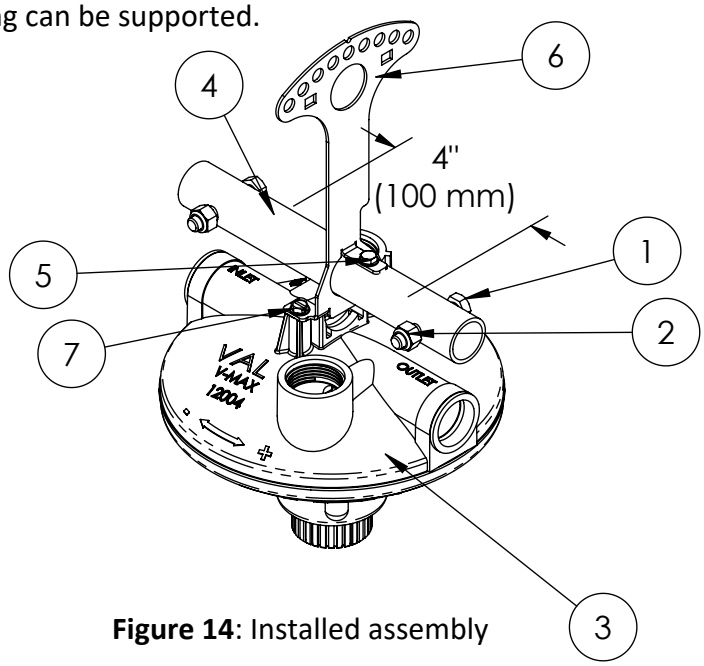

Figure 14: Installed assembly
3. Slide anti-rotation bracket (P/N: 820743) over legs on bottom of slope regulator body, as shown in figure 14.